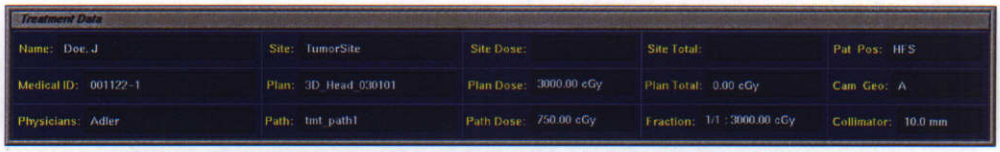

**Figure 3 Treatment Data**
(*Figure 3 Treatment Data, page 2*) windows appear.
**NOTE:** The Treatment Data screen (*Figure 3 Treatment Data, page 2*) contains the selected patient's name, medical ID and physician's name. Information about the selected site appears in the Treatment Data window when the Treatment Plans window appears.